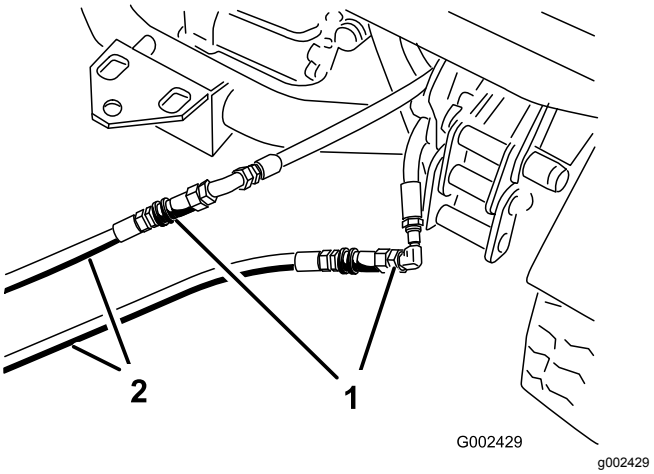

Figur 70
3. Koppla ihop de båda startslangarna med slangarna som kopplades bort på den maskin som är ur funktion (Figur 70).